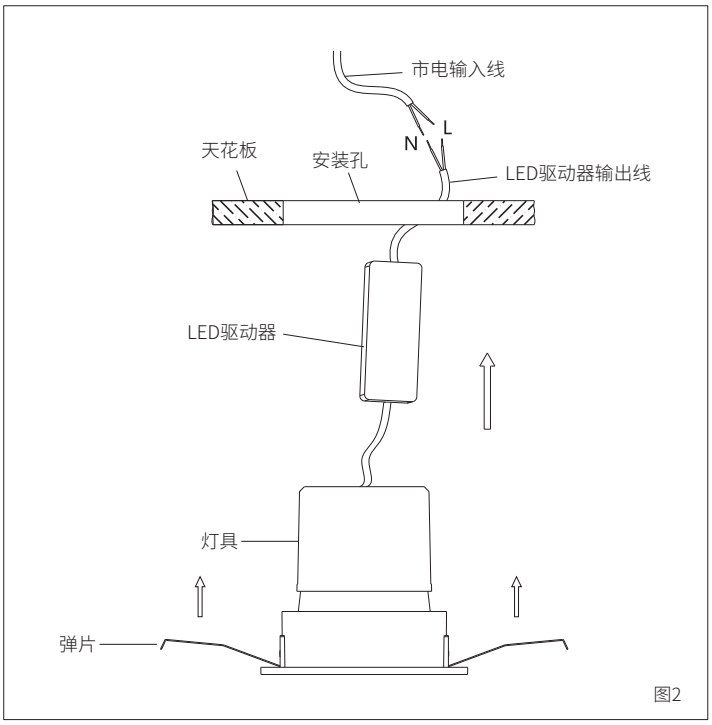

图2
2.断开电源，将市电火线，连接好零线与灯具驱动源L、N线(如图2)；